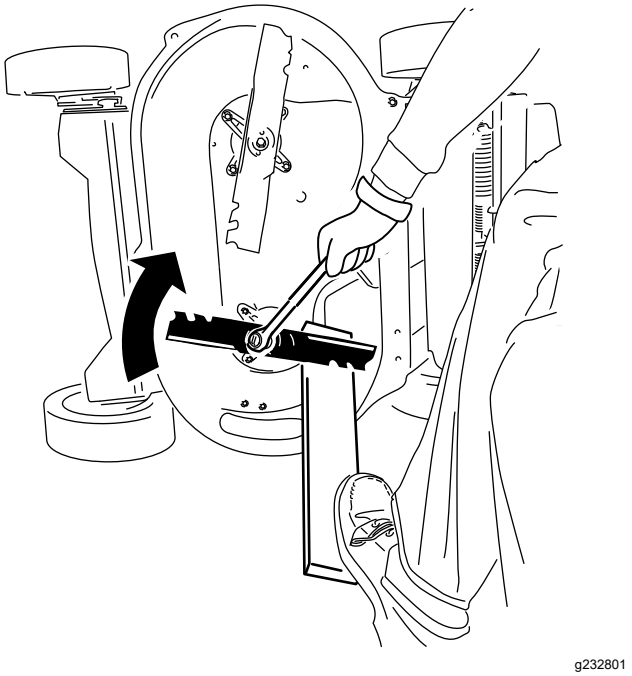

Figura 34
2. Inmovilice cada cuchilla con una tabla de madera, y gire el perno de la cuchilla en sentido horario con una llave dinamométrica, según se muestra en Figura 34; apriete el perno de cada cuchilla a 82 N·m (60 pies-libra).